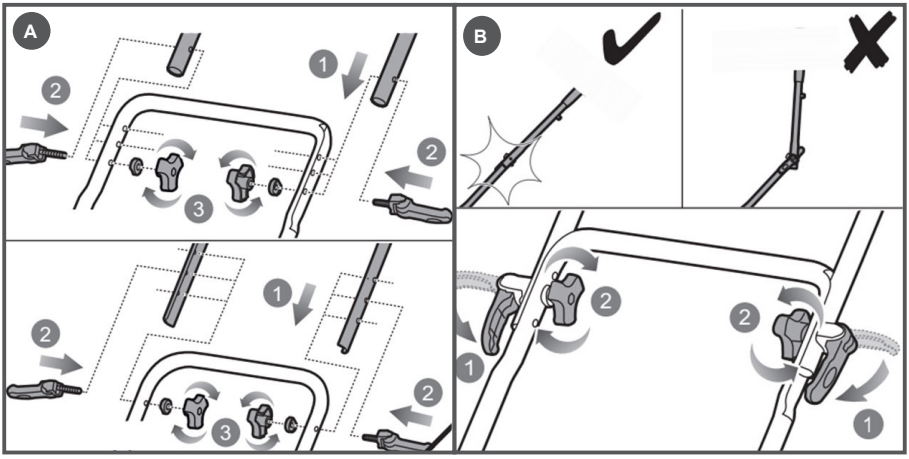

Рис. 4 Установка рабочей рукоятки
- Установите рабочую рукоятку 1 напротив стойки рабочей рукоятки 2 так, чтобы совпали отверстия и соедините их при помощи болтов и гаек 3 (рис.4А);
- Закрутите гайки крепления 2 и зажмите соединение рычагом (рис.4В)